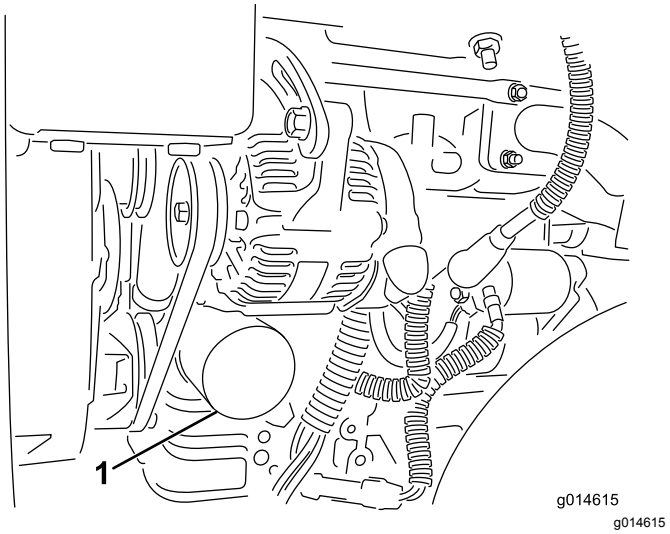

**Figur 27**
2. Fjern oliefilteret (Figur 27). Påfør et let lag ren olie på den nye filterpakning.